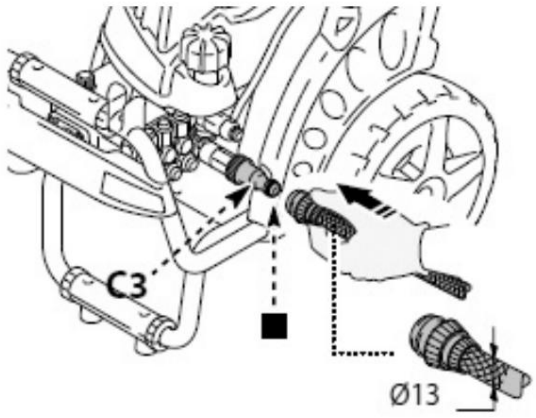

Fig. 6: Montaje
Paso 4: Atornille con la mano el adaptador de entrada de agua en el conector roscado. Conecte la manguera de entrada al adaptador de entrada de agua en la hidrolimpiadora (Fig. 6).